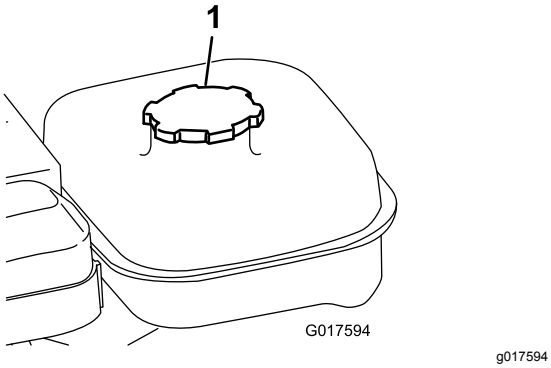

Figuur 21
1. Reinig de omgeving van de tankdop en verwijder de dop van de tank (Figuur 21). Vul de brandstoftank niet verder dan tot aan de onderkant van de filterzeef.